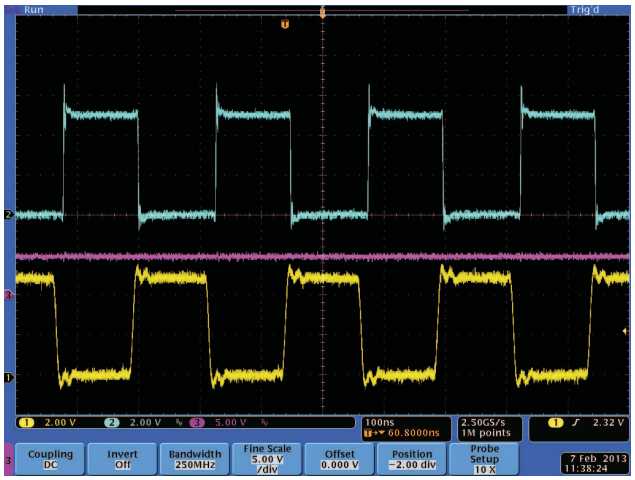
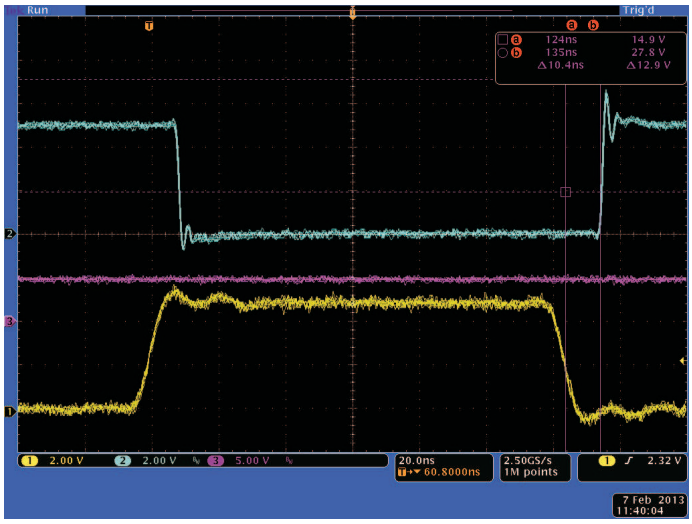

Figure 7. Inverting Output
Figure 9. Inverting Output Input Falling Edge Propagation Delay
9. Set switch S1 on position B, and record inverting output as shown in Figure 7 through Figure 9 .
Figure 7 through Figure 9 have the same conditions as the above but with the input signal going into the inverting input and the operation has with no load on the output and inverting input.